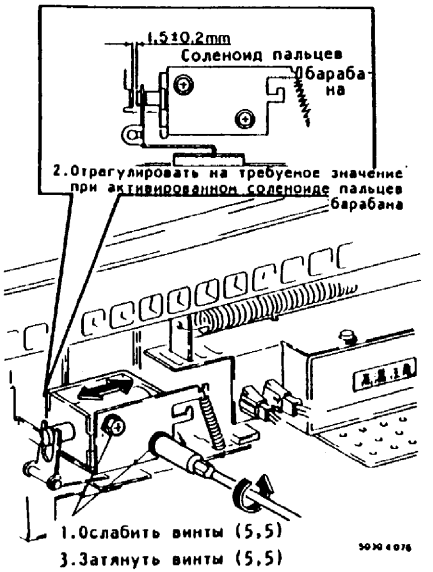

Рис.2. Регулировка положения соленоида пальцев барабана
1. (Рис.2): Отрегулировать положение соленоида пальцев барабана.